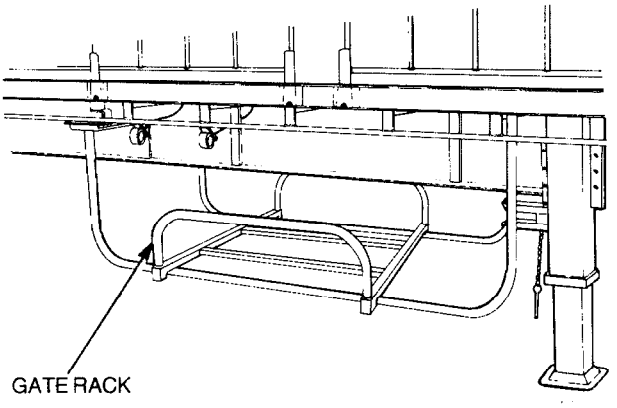

Figure 27 — Gate Rack
53. Mounted forward of the spare wheel carrier is a rack to allow for the storage of the gates and bows when they are not required for the security of stores (see Fig. 27).